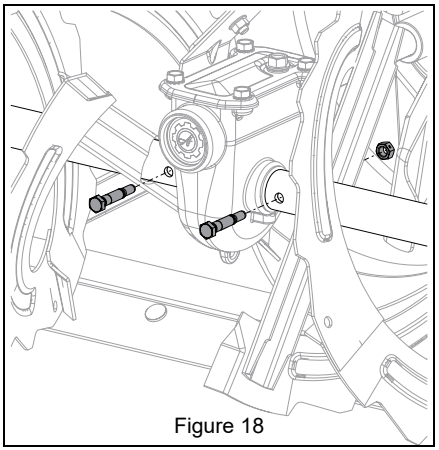

Figure 18
1. Remove shear bolt nuts and bolts. See Figure 18.
See Figure 18.